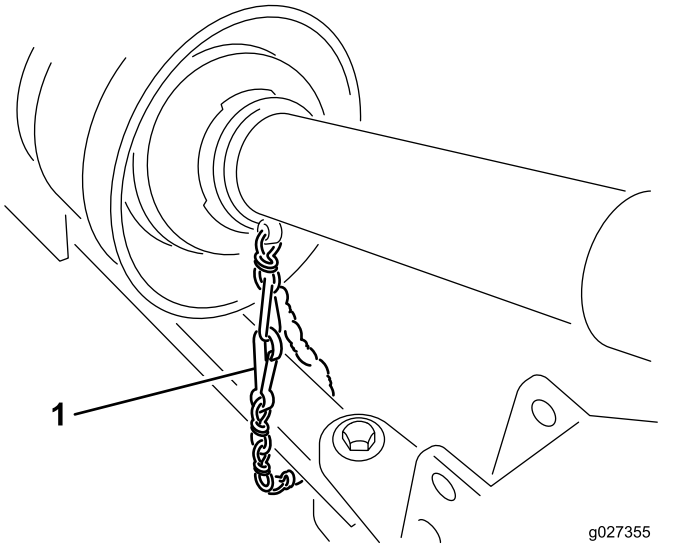

**Bild 7**
5. Befestigen Sie die Sicherheitskette des Schutzblechs an der Zugmaschine (Bild 7).